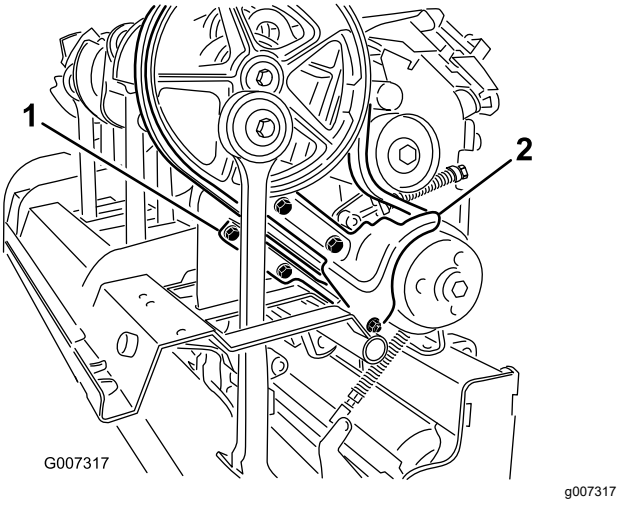

**Figuur 37**
3. Verwijder het bevestigingsmateriaal waarmee de stofkap en de onderste riemkap bevestigd zijn (Figuur 37). Verwijder de stofkap en de onderste riemkap.